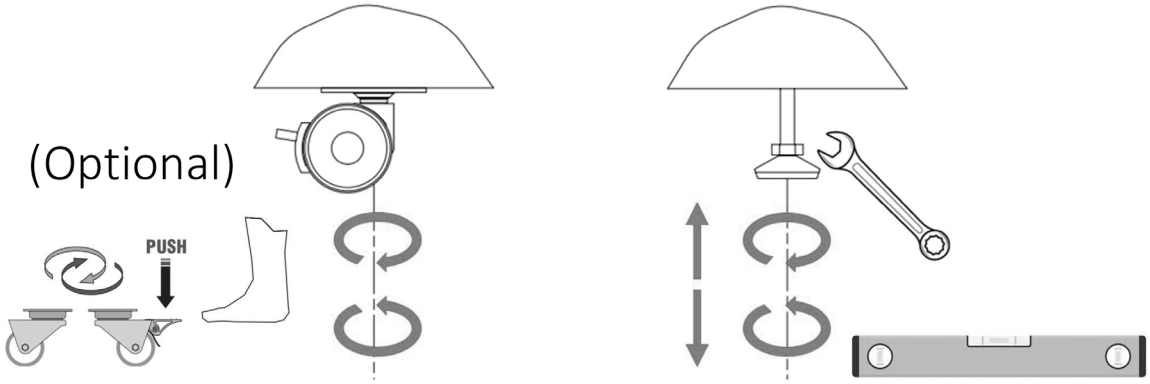

fig. 12
- L'équipement est doté de quatre (4) pieds réglables ou, en option, de quatre (4) roulettes pivotantes avec frein (fig. 12) :
- Dans la configuration avec pieds réglables, il est absolument nécessaire, après le positionnement, de mettre l'équipement à niveau, comme le montre la fig. 12, côté droit.
- Dans la configuration avec roulettes pivotantes, il est impératif de stabiliser l'équipement au sol en bloquant les freins des roulettes, en veillant à ce qu'il soit positionné de niveau (fig. 12 côté gauche).